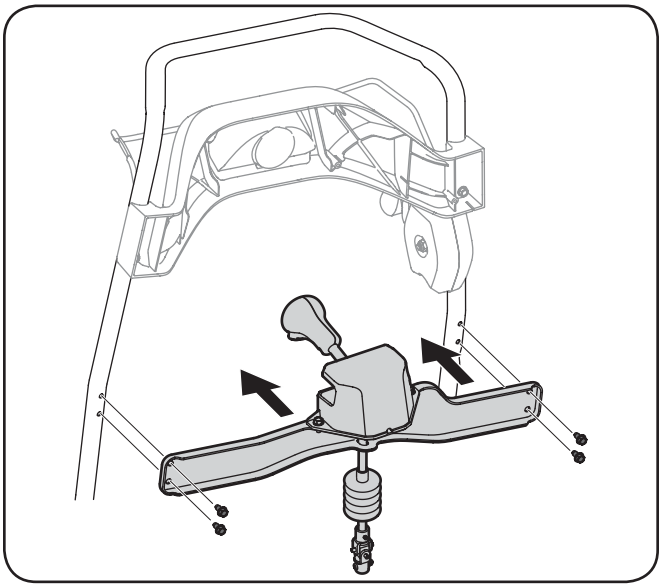

Figure 3-7
2. Utilisez les quatre vis à rondelle hex. et installez la commande de rotation de la goulotte. Voir la Fig. 3-7.